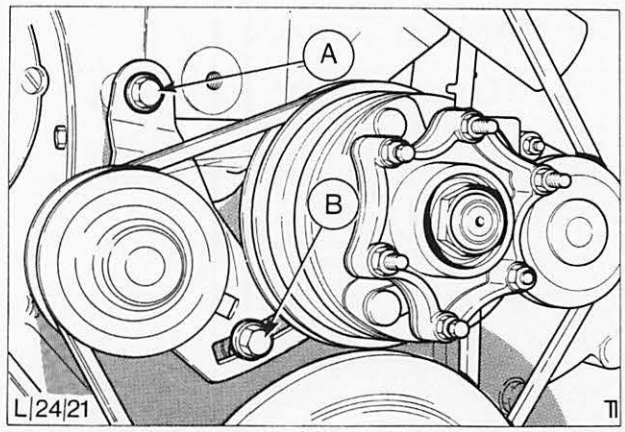

Abb. 16 Schrauben der Spannrolle lösen
2. Spannrolle lösen, Abb. 16, und zur Lüfternabe drücken, anschließend Keilriemen abnehmen.